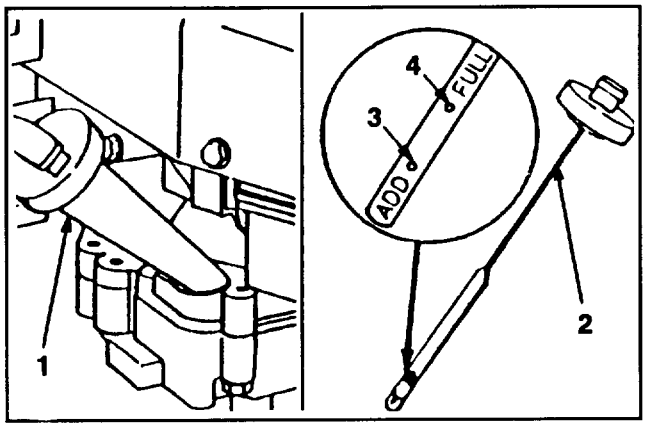

Abbildung 8
Das Kurbelgehäuse mit Öl vom Typ SAE 30 füllen, bis der Ölstand die Markierung VOLL auf dem Meßstab erreicht (siehe Abb. 8). Das Kurbelgehäuse faßt maximal 0,75 Liter Öl. Verwenden Sie qualitativ hochwertige Öle, die den API (American Petroleum Institute) Normen SE, SF oder SG entsprechen.
Vor jedem Gebrauch sicherstellen, daß sich der Ölstand zwischen VOLL und NACHFÜLLEN befindet (Abb. 8). Öl nachfüllen, falls der Ölstand zu niedrig ist.
3. Den Ölmeßstab abwischen und in den Einfüllstutzen stecken. Die Verschlußkappe um eine Vierteldrehung drehen. Den Meßstab wieder herausziehen und den Ölstand prüfen (Abb. 8). Ist der Ölstand niedrig, den Ölstand nur bis zur VOLL-Markierung auffüllen. **NICHT ÜBER DIE VOLL-MARKIERUNG ANFÜLLEN, DENN DER MOTOR KÖNNTE BEIM STARTEN BESCHÄDIGT WERDEN; ÖL LANGSAM EINFÜLLEN.**
1. ÖLSTAND PRÜFEN – Ölstand, wie auf dem Ölmeßstab gezeigt, zwischen VOLL und NACHFÜLLEN halten (Abb. 8).